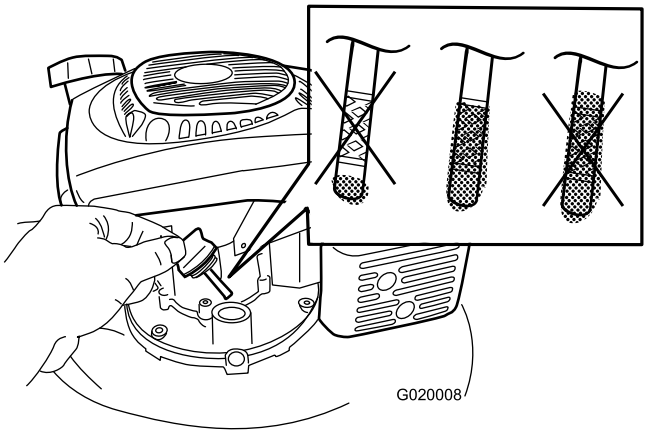

Figur 22
7. Hell olje **langsomt** inn i oljepåfyllingsåpningen til oljenivået når Full-merket på peilestaven (Figur 22). **Fyll ikke på for mye.** (Maks. påfyll: 0,59 l, type: 10W-30 eller rensende SAE 30-olje med API-serviceklassifisering SJ, SL eller høyere.)